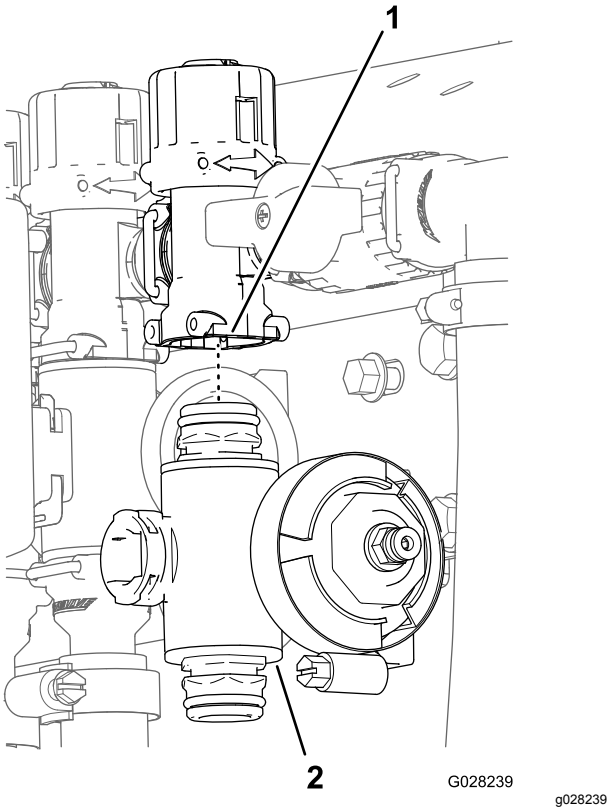

Figur 70
3. För den högra eller vänstra sprutrampssektionens ventil tar du bort flänsskruven och flänslåsmuttern som håller fast sektionsventilen vid ventilfästet, och sedan avlägsnar du ventilgrenröret från maskinen. För centersektionsventilen tar du bort sektionsventilens grenrör från maskinen (Figur 70).